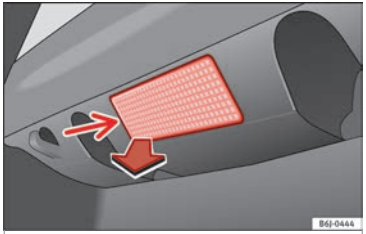

Fig. 194 Boot light.
– Extract the bulb by pressing on its inside edge -arrow- using the flat side of a screwdriver ››› **Fig. 194**.